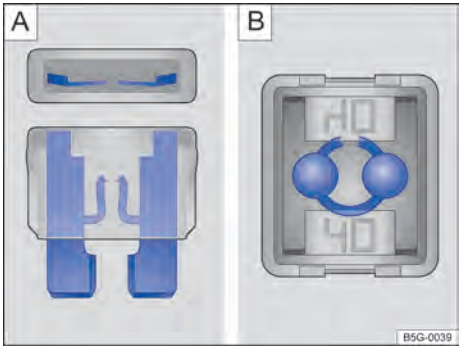

Fig. 148 Fusível queimado: A fusível plano, B fusível de bloqueio. ▶
- Um *fusível plano (ATO®, MINI®)* queimado é reconhecido de cima ou de lado pela carcaça transparente nas faixas metálicas derretidas → Fig. 148 A.
- Um *fusível de bloqueio (JCASE®)* queimado é reconhecido pelas faixas metálicas derretidas por cima da carcaça transparente → Fig. 148 B.